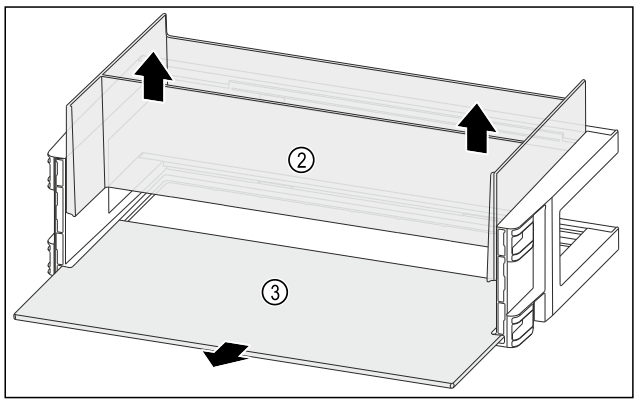

Fig. 123
▶ Extrageți în sus organizatorul *Fig. 123 (2)*.
▶ Extrageți raftul *Fig. 123 (3)*.